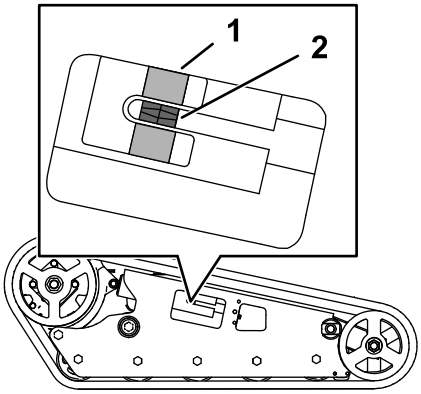

**Figura 58**
Compruebe que el bloque tensor está alineado con la guía verde de la pegatina, o que el bloque está a 1,3 cm del extremo trasero de la ranura del tubo tensor (Figura 58).
4. Usando una llave de carraca de ½", gire el tornillo tensor hasta que el bloque tensor quede alineado con la guía verde de la pegatina o esté a 1,3 cm del extremo trasero de la ranura del tubo tensor (Figura 58).
8. Compruebe que el bloque tensor quede alineado con la guía verde de la pegatina o esté a 1,3 cm del extremo trasero del tubo tensor en ambas orugas (Figura 58). Ajústelo si es necesario.